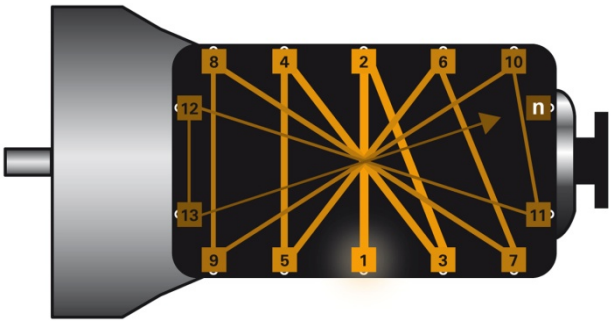

Fig. 1: Representación esquemática del orden de atornillado
- Mantenga el orden de atornillado (Fig. 1).
Aflojar o apretar los tornillos del cárter de aceite: Desde el centro en diagonal (Fig. 1). Primero atornillar todos los tornillos a mano, luego fijar siguiendo el orden correcto con el par de apriete correcto. Tener en cuenta las indicaciones del fabricante del vehículo.